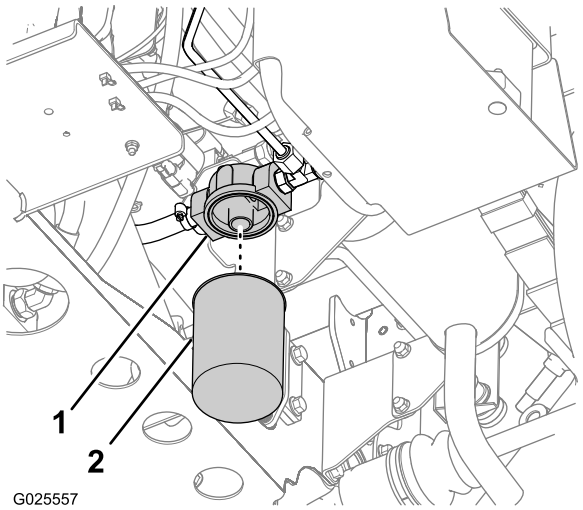

Figur 90
2. Rengør området omkring det sted, hvor filteret er monteret (Figur 90).
3. Anbring en dræningsbakke under filteret (Figur 90).
4. Fjern filteret ved at dreje det mod uret (Figur 90).
5. Rengør filtermonteringsoverfladen på filteradapteren (Figur 90).
7. Skru filteret på filteradapteren, indtil pakningen på filteret er i kontakt med adapterens monteringsoverflade (Figur 90), og tilspænd derefter filteret yderligere 1/2 omgang (Figur 90).